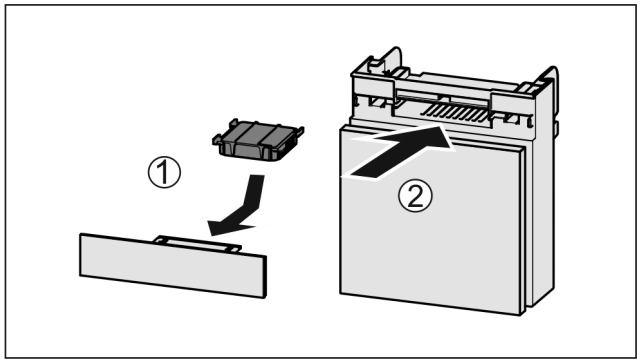

*Fig. 143*
▶ Introduceți *Fig. 143 (1)* filtrul de cărbune activ după cum se vede în figură.
▶ Împingeți *Fig. 143 (2)* compartimentul în interior.